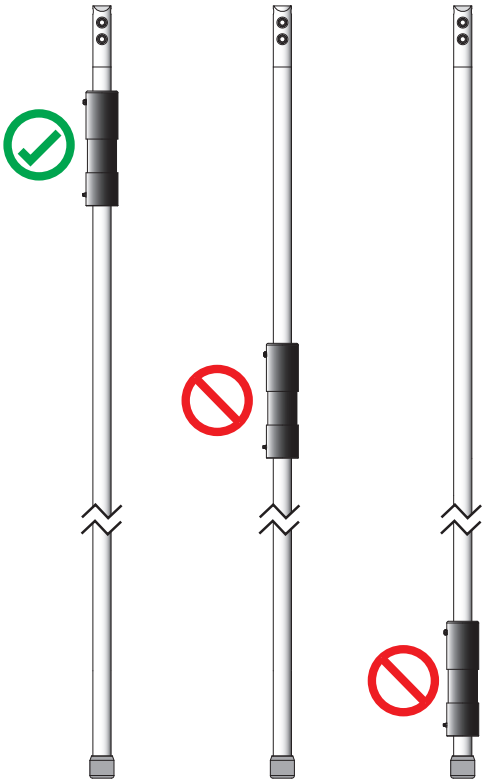

Figure 14 Hydraulic Cylinder position
- Make sure the hydraulic cylinders are in the fully retracted position before bleeding the hydraulic lines. Refer to Figure 14.